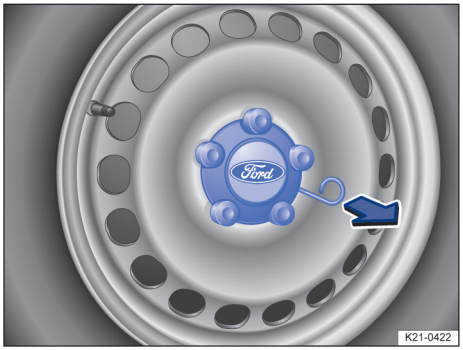

Fig. 210 Retrait de l'enjoliveur central par extraction
1. *Pour l'extraire*, retirez le crochet d'extraction de l'outillage de bord → page 322 et accrochez-le sur l'arête de l'enjoliveur → fig. 210.